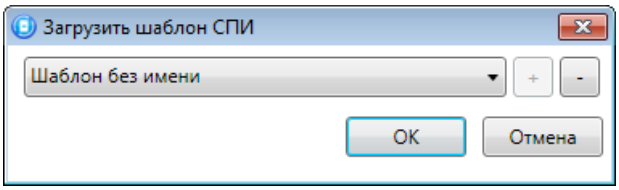

Рисунок 4.54 — Окно *Загрузить шаблон СПИ*
- *Загрузить шаблон настроек:* открытие окна *Загрузить шаблон СПИ* (см. рисунок 4.54), с помощью которого может быть сконфигурирован контроллер по предварительно созданному шаблону. Для того чтобы применить шаблон, выберите его в списке и нажмите кнопку *ОК*. Для того чтобы удалить один из сохраненных шаблонов, выберите его в списке и нажмите кнопку -.